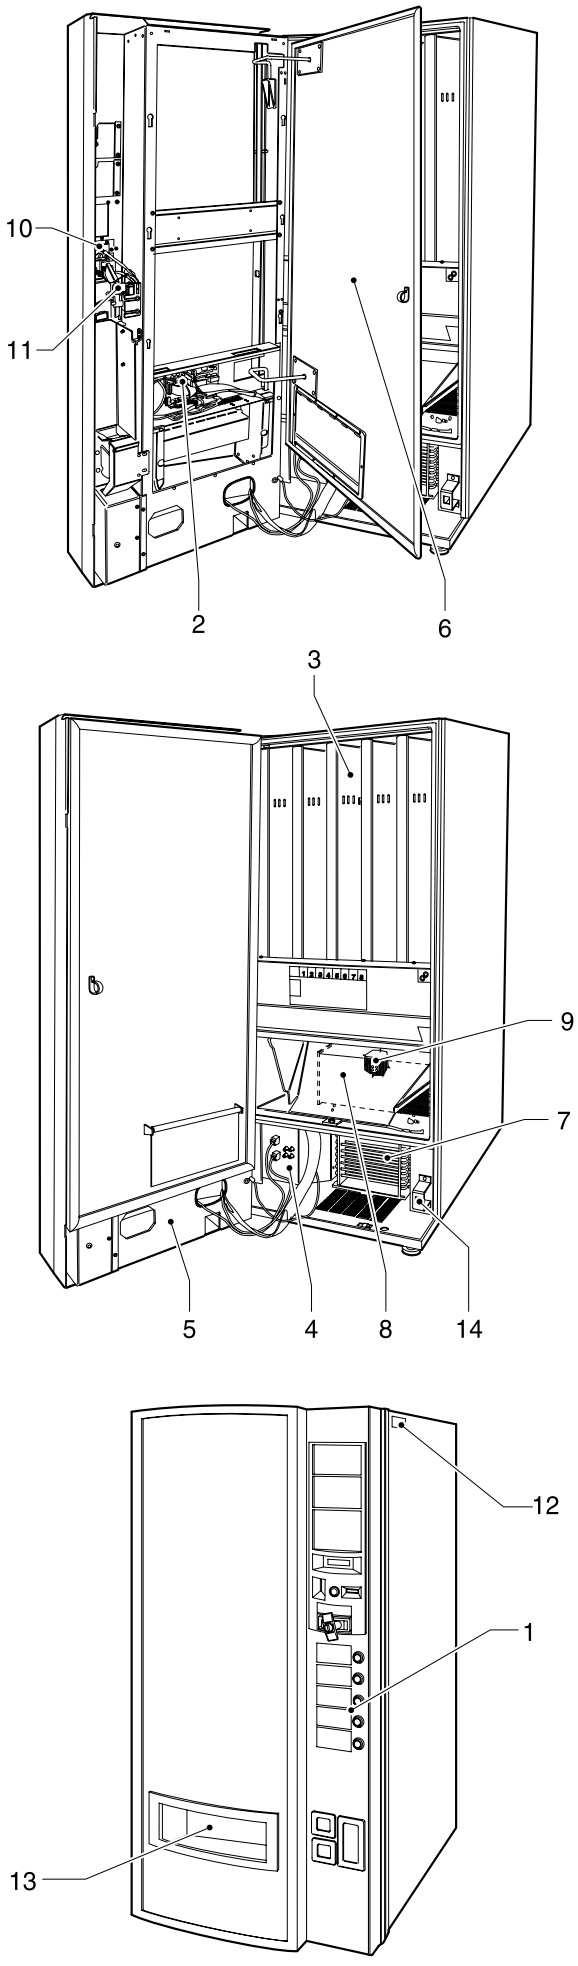

Fig. 3.1
3.1 Descripción de la máquina (Fig. 3.1)